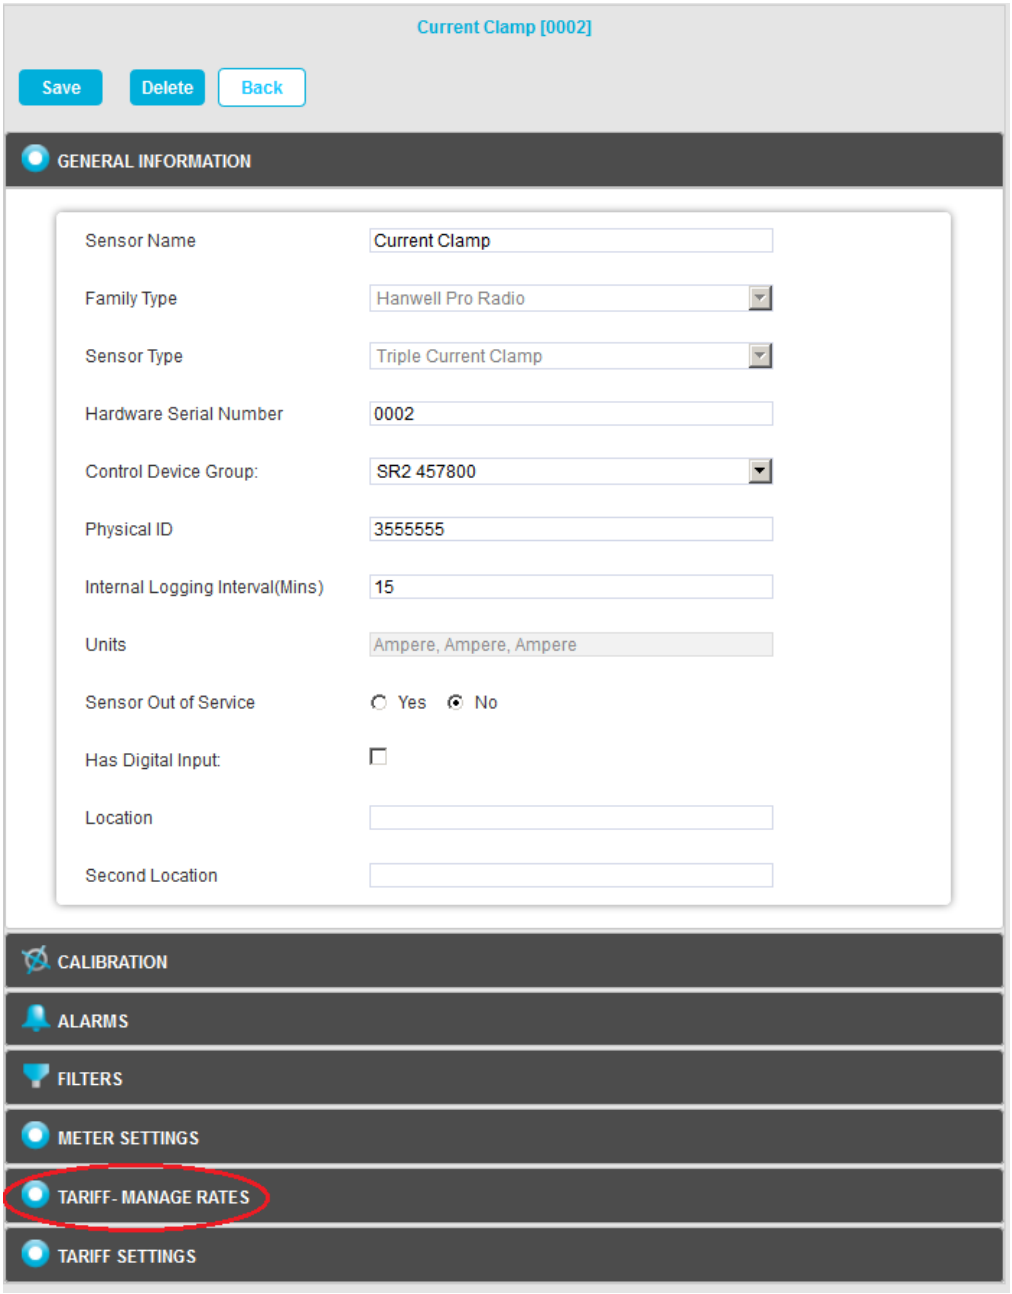

Figure 28
- The **Edit Mode** window for the selected Current Clamp Sensor is displayed. See Figure 28 below:
3. Click on the **TARIFF-MANAGE RATES** field. See Figure 28 above.